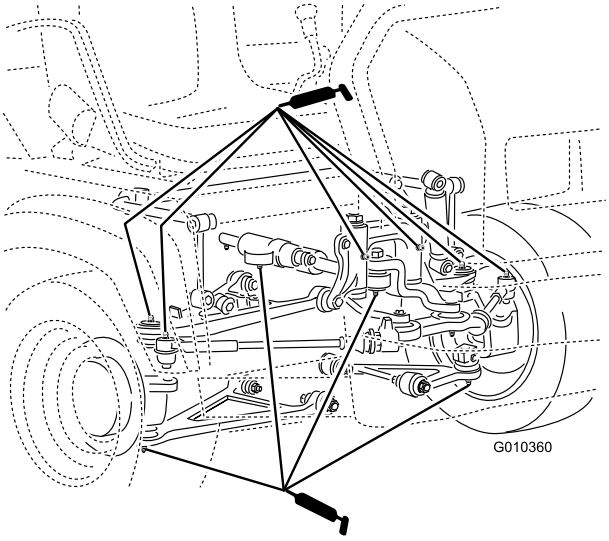

Figur 39
- Kugleled (4), forbindelsesstænger (2), drejebeslag og styretøjscylinder (2) (Figur 39)